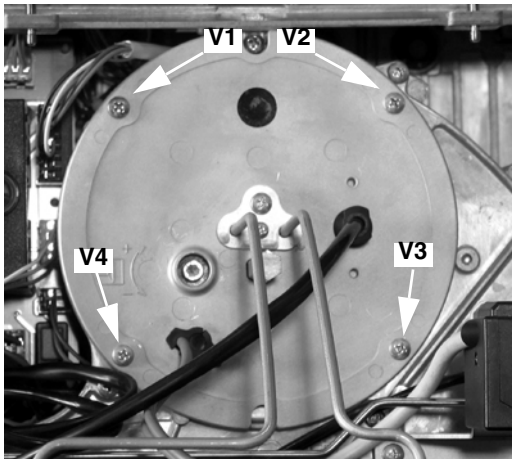

Рис. 24
- Отвинтить 4 винта V1 - V4 , указанные на Рис. 24.
- Вынуть головку сгорания с его ложа, как это указано на Рис. 24.